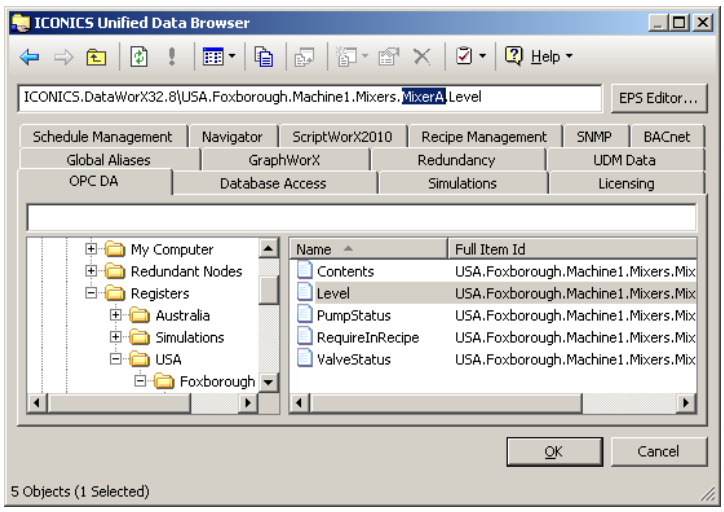

Figure L13.24 - Highlighting the Mixer in the Tag Name
6. Highlight "MixerA" in the tag path, as depicted in Figure L13.24.